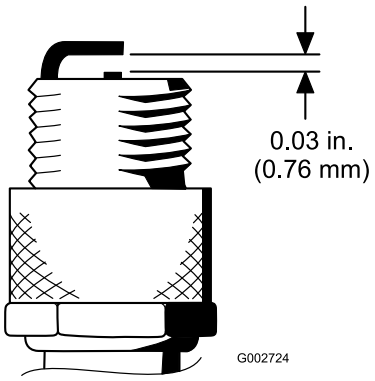

Figur 37
4. Indstil gnistgabet mellem midten og siden af elektroderne til 0,76 mm (Figur 37).